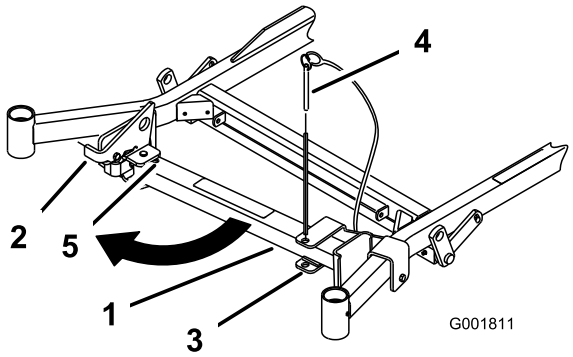
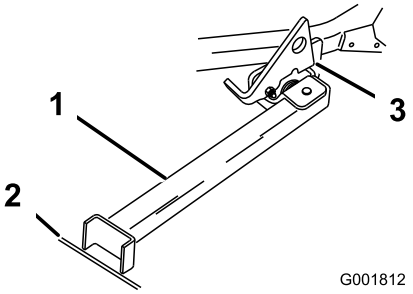

Rysunek 33
Rysunek 34
2. Usuń sworzeń wspornika (Rysunek 33).
3. Unieś zaczep. Obróć stopę podpory z przodu i przesuń ją w kierunku maszyny, w dół szczeliny (Rysunek 33 i Rysunek 34).
6. Ustaw stopę podpory na ziemi i oprzyj zaczep na występie osi przegubu (Rysunek 34).
Informacja: W celu uzyskania najlepszych wyników umieść stopę podpory w pęknięciu chodnika lub darni (Rysunek 34).
8. Wjedź na podpórkę. Zatrzymaj się, gdy zaczep wpadnie na występ i zablokuje się (Rysunek 34). Po wjechaniu na podporę zaciągnij hamulec postojowy i wyłącz silnik.
7. Ustaw podporę w położeniu spoczynkowym (Rysunek 33).